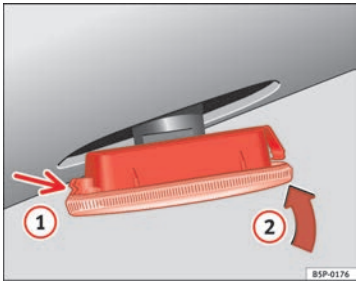

Fig. 146 Intermitentes laterales
– Coloque el intermitente en primer lugar en el orificio de la carrocería, encajando las pestañas (1) ⇒ página 229, fig. 146, y a continuación encaje la lámpara como indica la flecha (2) ⇒ página 229, fig. 146. ■